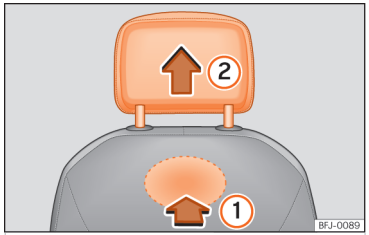

Abb. 99 Kopfstütze vorne ausbauen.
- Lokalisieren Sie zum Entriegeln der Kopfstütze die Aussparung im markierten Bereich auf der Rückseite der Sitzlehne und drücken Sie in Pfeilrichtung ››› (Abb. 99) ①.
- Ziehen Sie die Kopfstütze in Pfeilrichtung ② heraus.